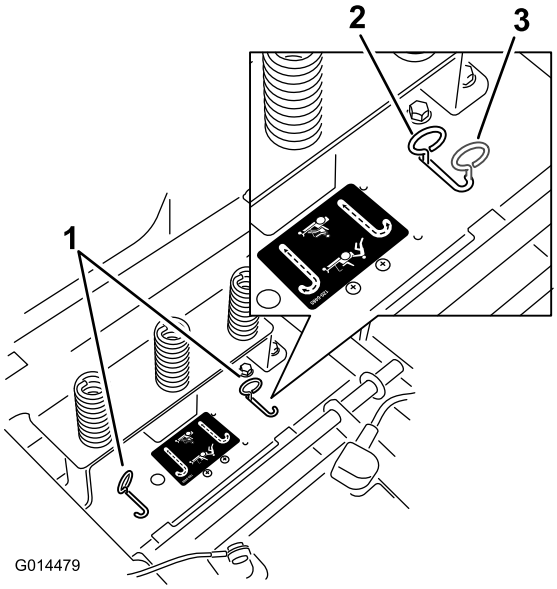

**Figur 25**
4. Beveg omløpsspakene forover og så utover slik at de låses på plass, som vist i Figur 25 for å koble fra hjulmotorene. Gjenta dette for hver spak.
Flytt omløpsspakene innover og skyv dem bakover i horisontale hjulet (Figur 25) for å aktivere hjulmotorene.